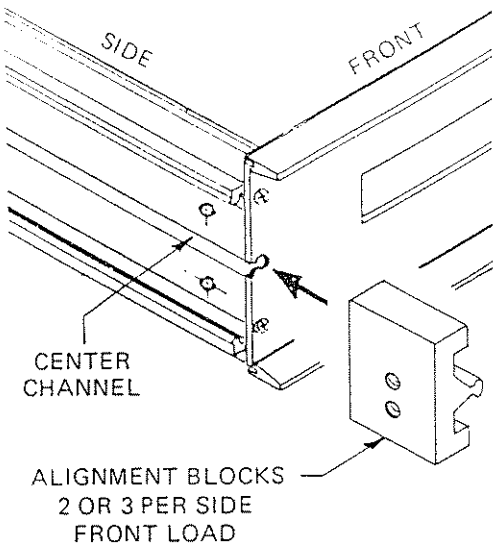

Figure 2.3-Loading the Alignment Blocks
2.5.3.3 Refer to Figure 2.3 for alignment block loading. Slide the alignment blocks down the center channel of the frame on each side of the instrument. Three alignment blocks per side should be loaded for full-rack depth units; two blocks for intermediate-rack depth units. The two screw holes in each alignment block should be at center position and below, relative the center channel.